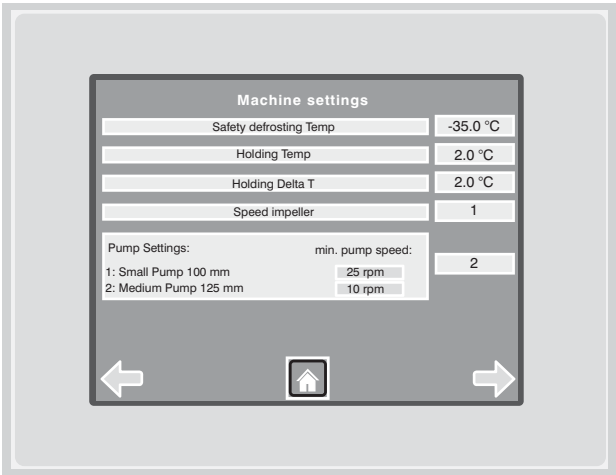

figure 32
- Screen to set or change: (Figure 32)